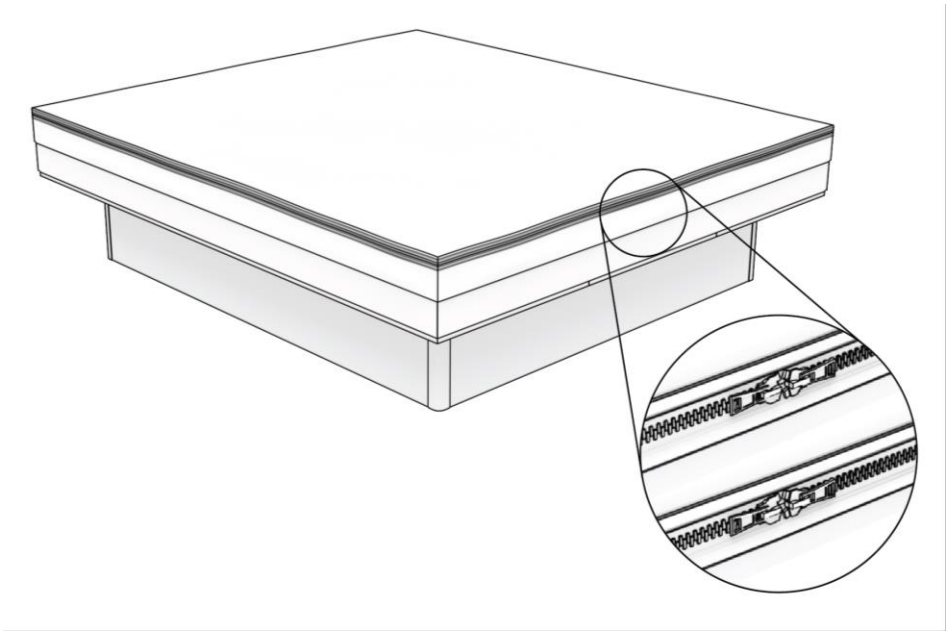

Abbildung 21: Den Topliners zwischen der Unterseite und der Oberseite des Bezuges platzieren und befestigen.
Schritt 23. Dieser Schritt ist nur dann eine Ergänzung zum vorherigen Schritt, wenn Sie einen zusätzlichen Topliner erworben haben. Wenn dies nicht der Fall ist, fahren Sie bitte direkt mit Schritt 24 fort. Falls Sie einen Topliner haben, müssen Sie ihn zwischen der Unterseite und der Oberseite des Bezuges mit einem Reißverschluss befestigen. Sie enden mit einem Doppelreißverschluss, wie in Abbildung 21 dargestellt.